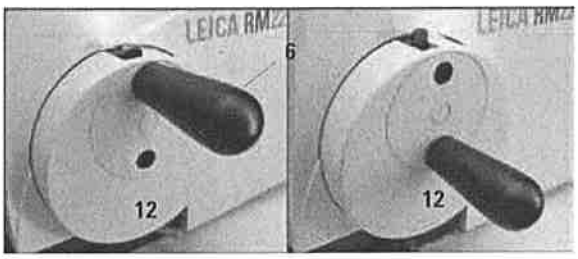

Fig. 4
- To center the handwheel, lightly pull the handle (**6**) outwards and swivel it into the center of the handwheel (**12**) (Fig. 4).